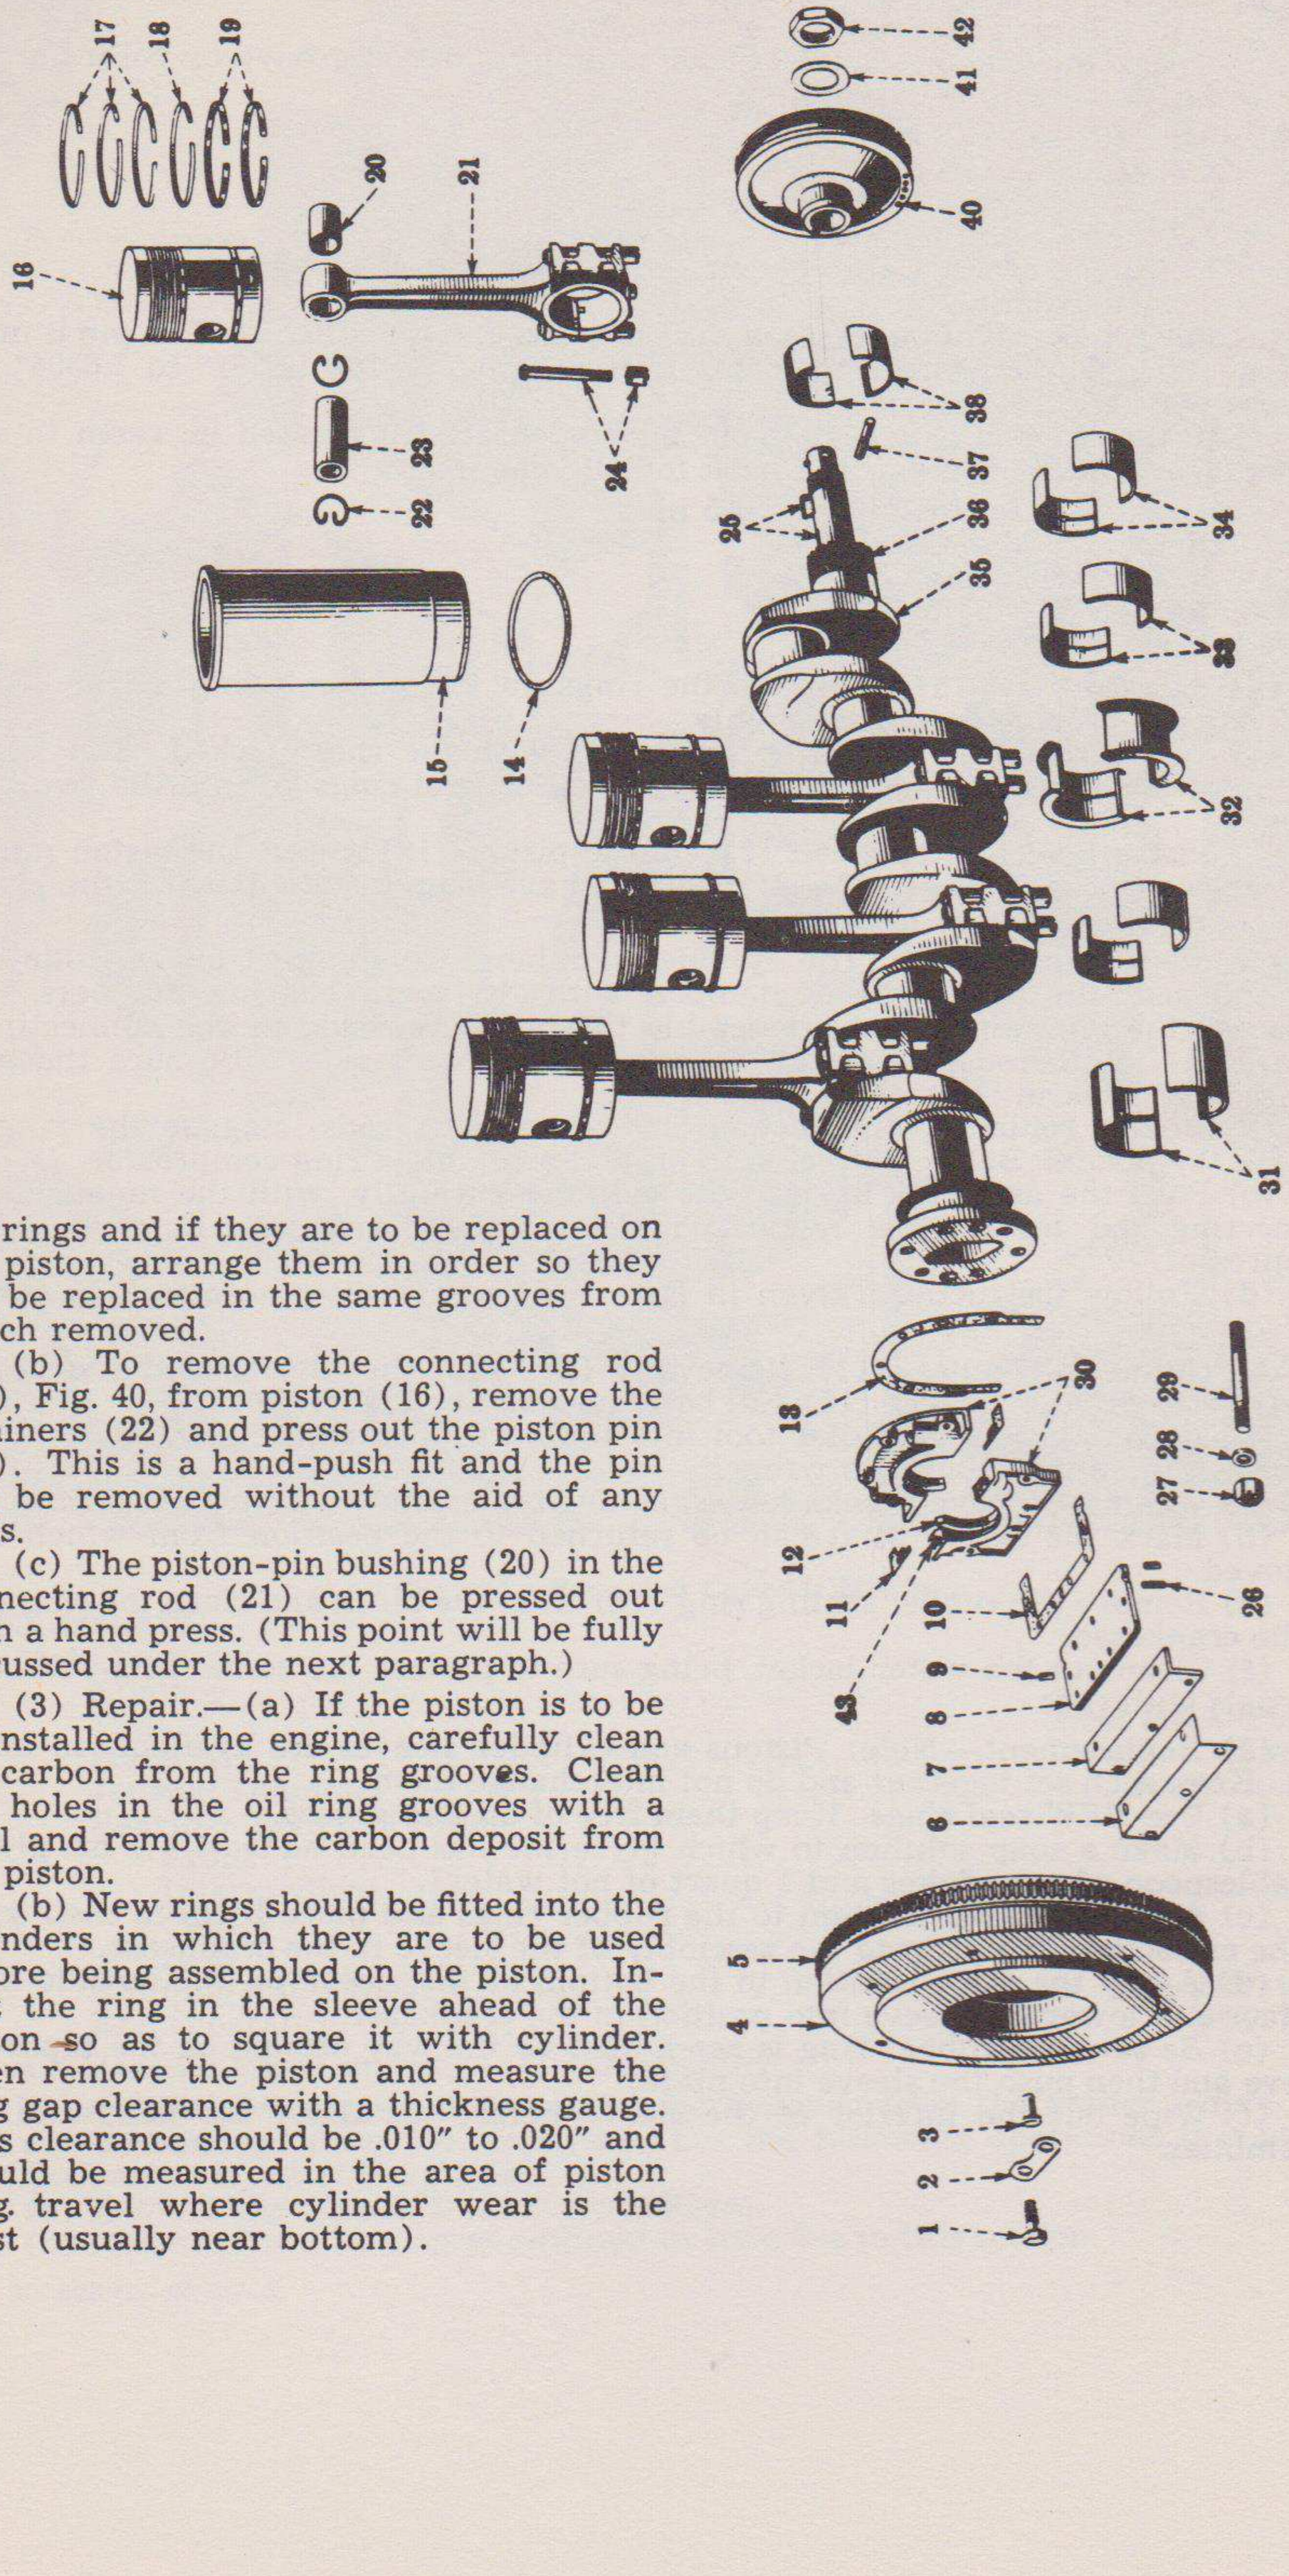

Fig. 40—Exploded view of crankshaft, pistons, piston rings, connecting rods, and bearings.
(f) Lift the rod (21), Fig. 40, up and push it to one side and remove the bearing (38). Remove the bearing from the cap. The bearings are not adjustable. When wear becomes excessive, replacement is necessary. Wear of the bearing can be checked by placing a .003" brass shim (¼" wide x 1¼" long) between the lower bearing and the crankshaft. The drag on the crankshaft indicates the amount of clearance.
(2) Replacement.—(a) When replacing the bearings, be sure to clean them. Lubricate them and slide them into place so that the nib on the bearings engages the grooves in the rods.
(b) To remove the connecting rod (21), Fig. 40, from piston (16), remove the retainers (22) and press out the piston pin (23). This is a hand-push fit and the pin can be removed without the aid of any tools.
(d) Remove the dust shield (7), the gasket (6), and the plate (8), Fig. 40.
(b) Take off the flywheel (4) by removing the cap screws (1) and the locks (2), Fig. 40. Place two of the cap screws in the threaded holes in the flywheel and tighten evenly. By doing so, the flywheel is forced off the crankshaft. Remove the cap-screws. Remove the flywheel housing.